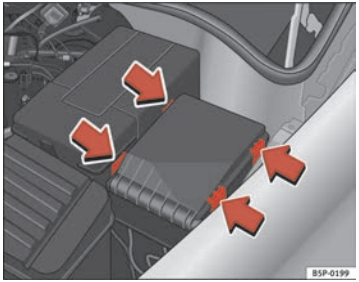

Fig. 163 Fuse box cover in engine compartment
- Prise off the fuse cover in the engine compartment by pressing the tabs towards the centre of the cover ⇒ page 249, fig. 163.